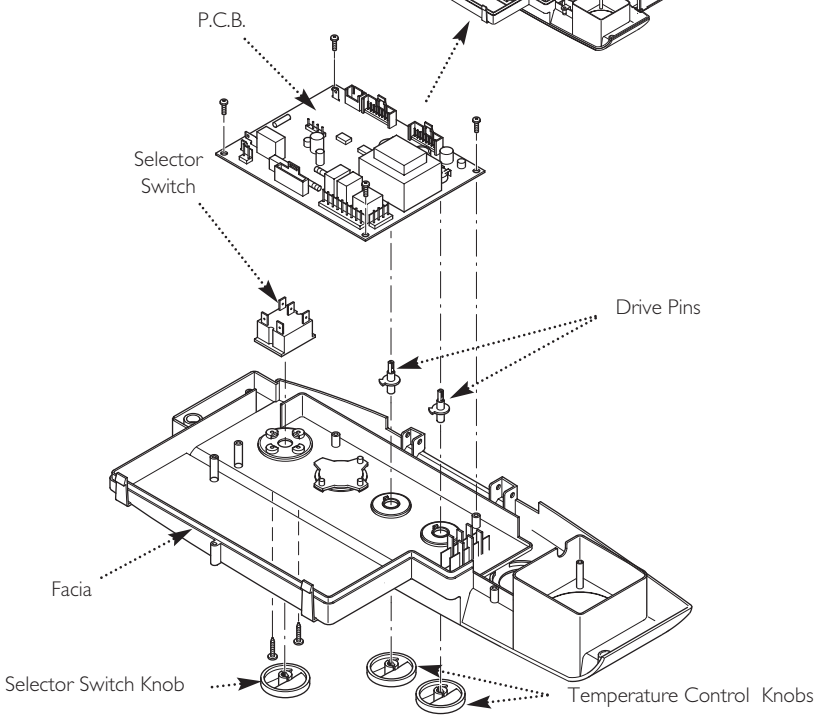

Fig. 90
14.21 P.C.B. (Fig. 90)
14.22 Selector Switch (Fig. 90)